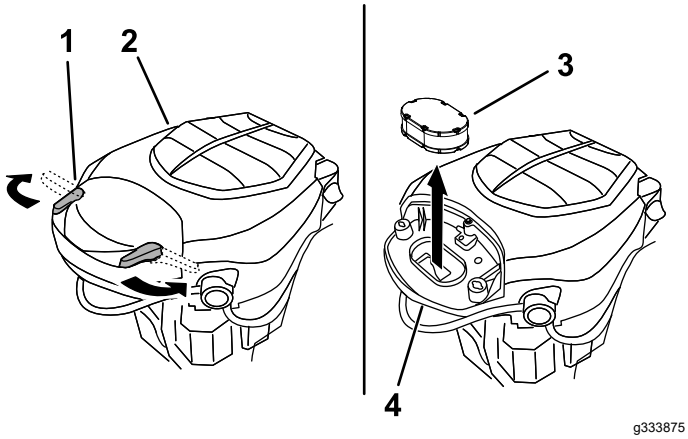

Figura 38
3. Instale la cubierta y fíjela con los enganches (Figura 38)